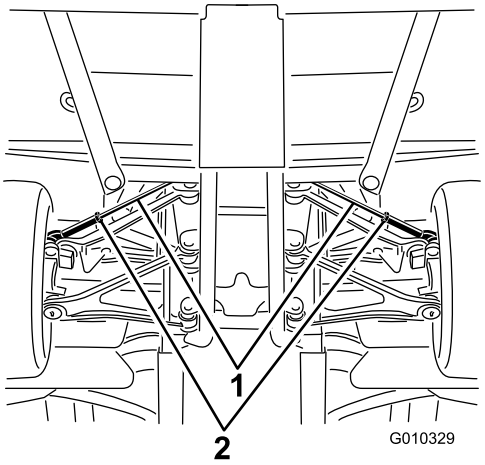

Figur 57
A. Lossa kontramuttern i mitten på dragstången (Figur 57).